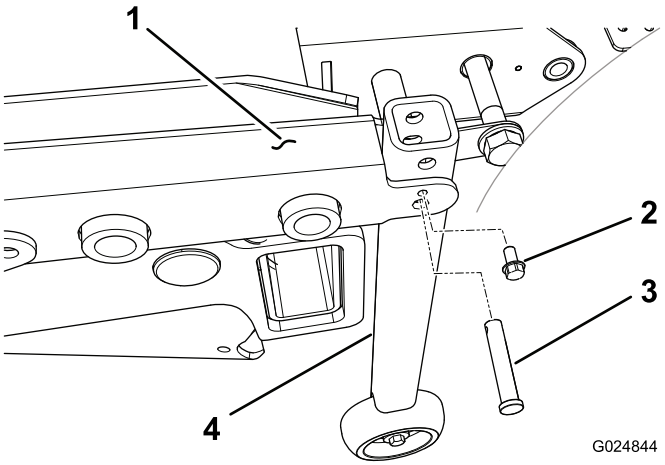

Figur 95
6. På traktionsenheder med et serienummer, der kommer før 312999999, monteres den lodrette rørstøttesamling på hvert bageste hjørne af skjoldrammen med en gaffelbolt og en 1/4 tommes selvskærende skrue (Figur 95).